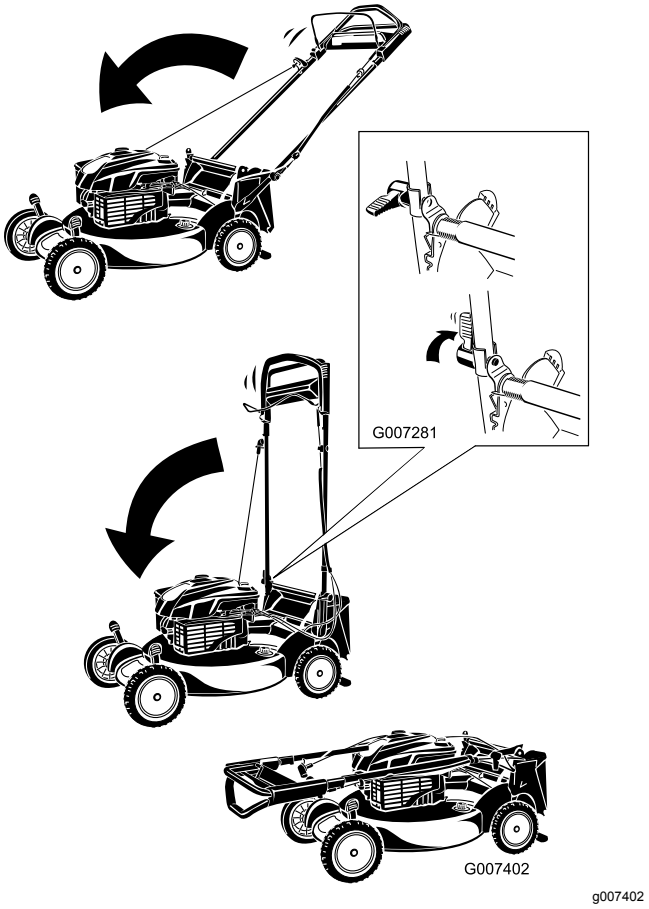

Figur 46
1. För handtaget framåt (Figur 46).